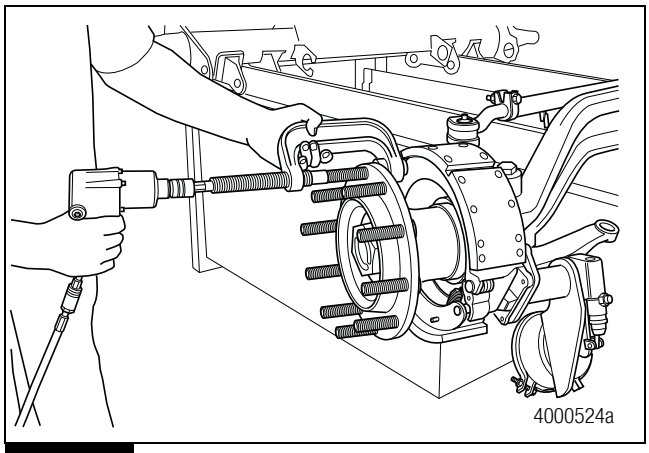

Figure 6.51
6. Use a 1/2-inch (12.7 mm) drive impact wrench and a ball joint removal kit to remove the studs. Figure 6.51.